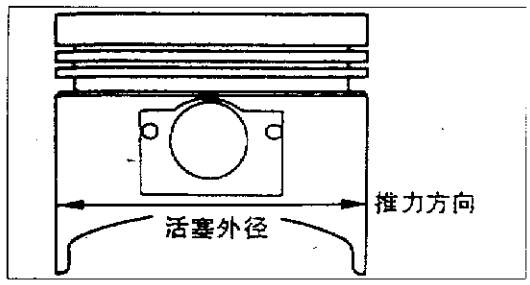

图 3－1－27
(2)测量要用的活塞的外径，要在如图 3－1－27 所示的推力方向测量。